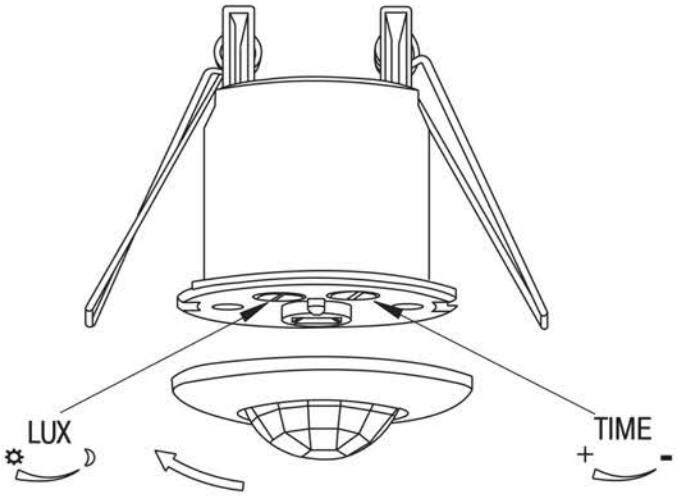

Рисунок 13 – Датчик движения ДД-301
– Повернуть против часовой стрелки крышку с линзой датчика. Снять крышку (рисунок 13).